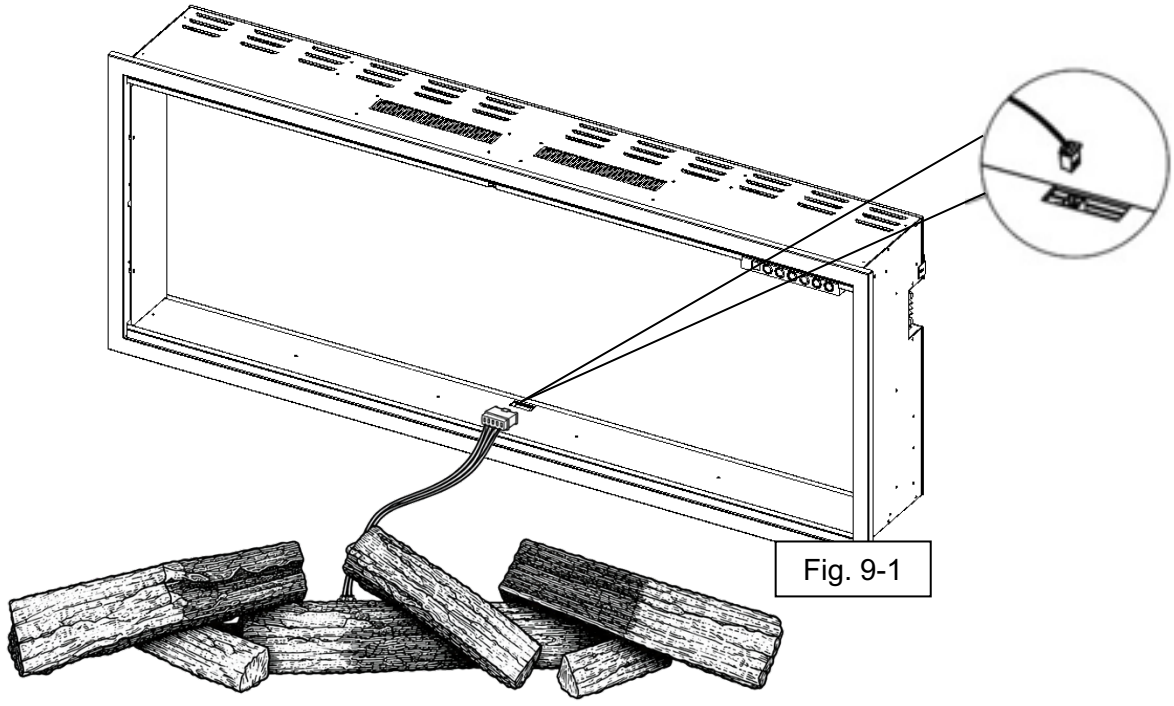

Fig. 9-1
- Install the log set into the fireplace by plugging the wired connector from the log set into the log set receiver. The log set receiver is located in the back, center, of the ember bed. Ensure careful alignment when plugging in the connector, as it can only be installed in one orientation (Fig. 9-1)